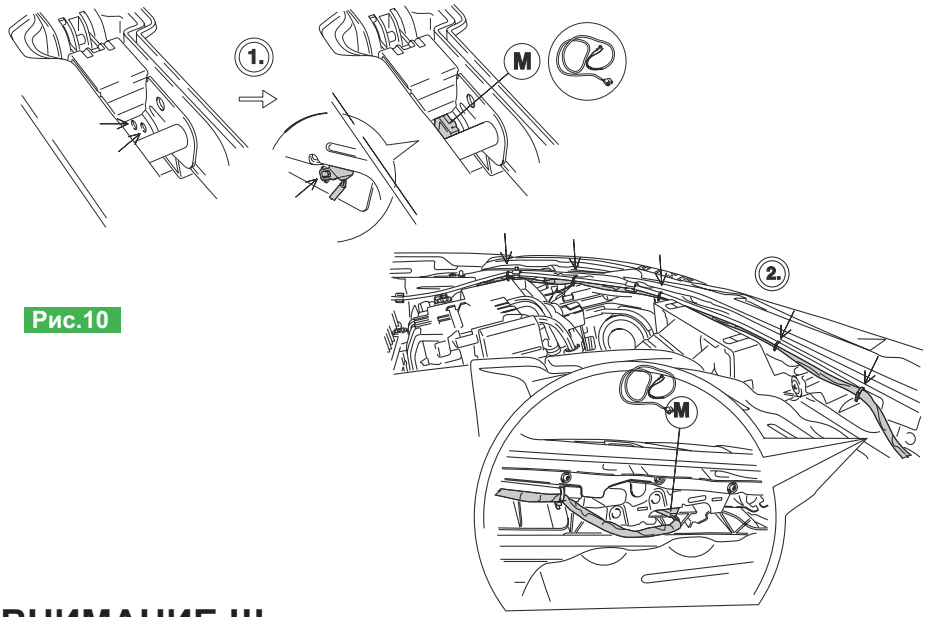

Рис.10
- концевой выключатель капота (M) встраивается в механизм замка капота (см. рис. 10);